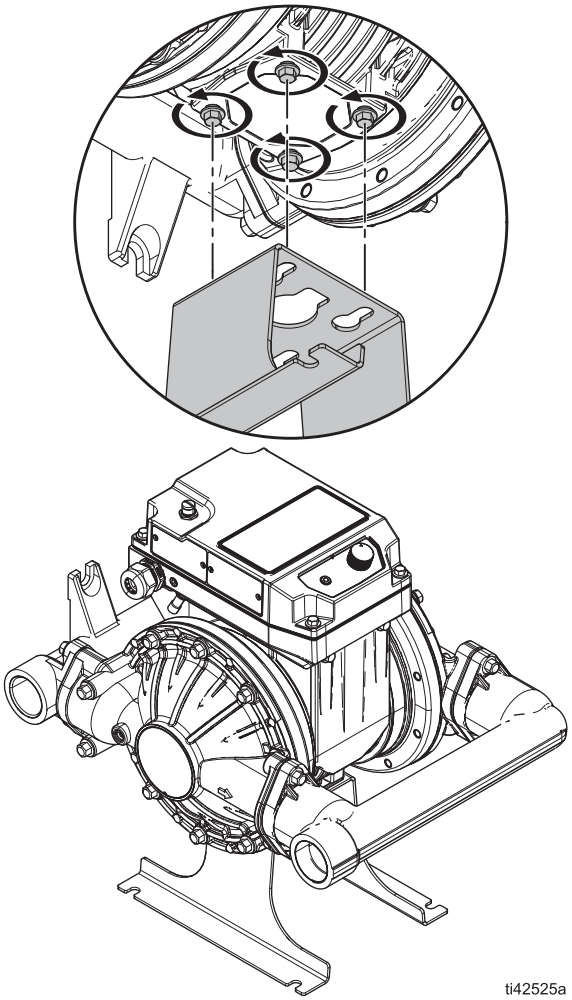

FIG. 1: Stativ för underhållsfäste
a. Se till att kontrollvredet (22) befinner sig i avstängt läge (0).
6. Valfritt: Montera pumpens baksida (motsatt sida från motorn) på stativet för underhållsfäste (se **Stativ för underhållsfäste**, sida 36). Detta vänder pumpen uppåt, vilket möjliggör enkel arbetsåtkomst till pumpen och motorn. Stativet kan monteras på en arbetsbänk genom monteringshålen på fötterna. Se FIG. 1.